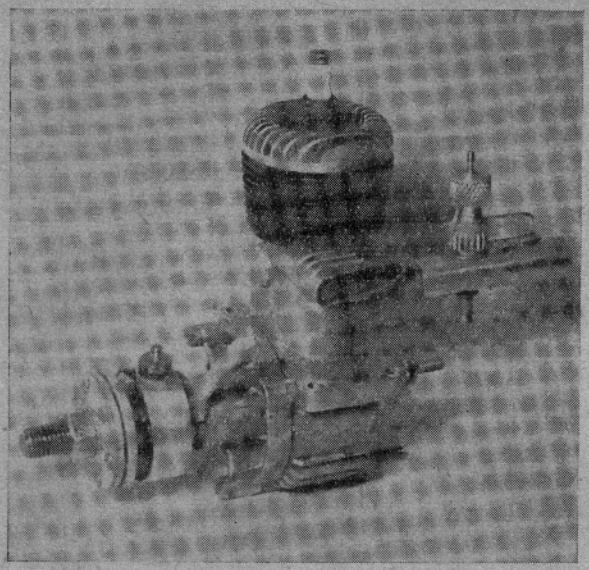

Rys. 15. Silnik modelarski z zapłonem iskrowym
1) Zapłon iskrowy — wzorowany na dużych silnikach. Silnik modelarski tego typu rys. 15) ma dwie charakterystyczne cechy: jest on zaopatrzony w świecę iskrową wkręconą w głowicę silnika oraz posiada przerywacz zabudowany najczęściej tuż przy piaście. Do kompletu instalacji (niewidoczne na zdjęciu) dochodzą jeszcze: cewka zapłonowa, kondensator i bateria.